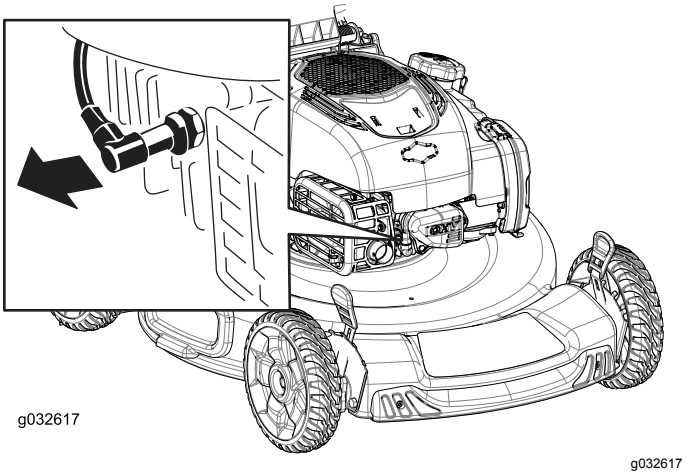

Figure 22
2. Débranchez le fil de la bougie (Figure 22).